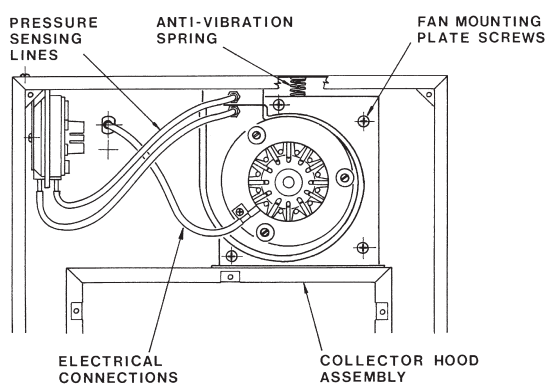

Fig. 20
– Remove the anti-vibration spring on the top of the collector hood (fig. 20).